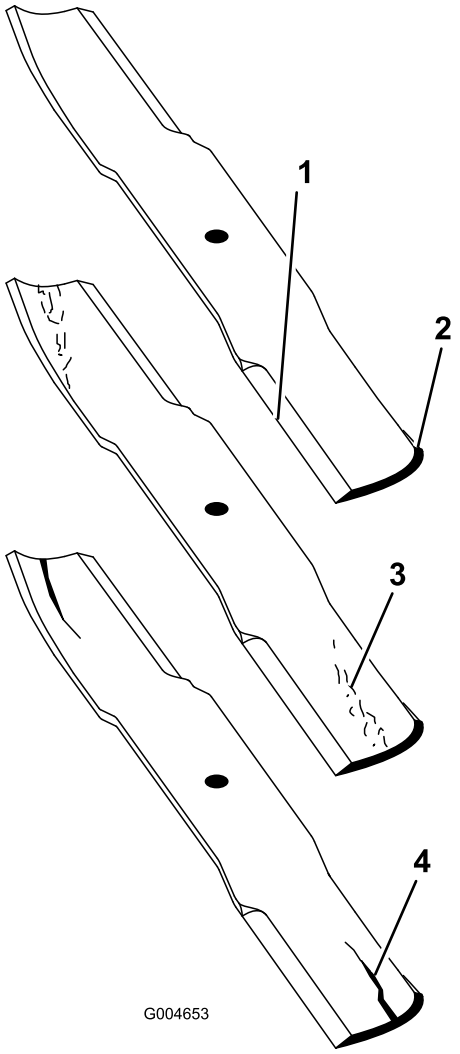

Figur 65
1. Undersøk kniveggene (Figur 65). Hvis kniven er sløv eller hvis det er hakk i den, må den tas av og kniveggen slipes. Se Slipe knivene.
2. Undersøk knivbladene, spesielt knivvingeområdet (Figur 65). Hvis du finner skader, slitasje eller ser at det begynner å dannes spor i denne delen av kniven (Figur 65), må den skiftes ut øyeblikkelig.